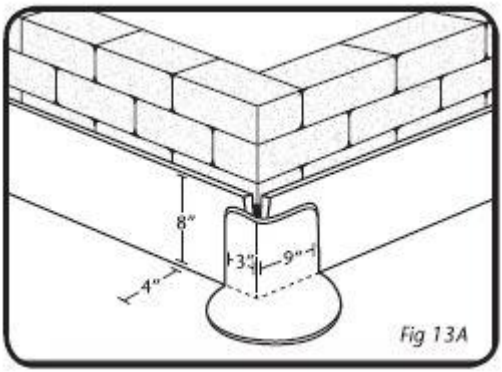

Fig 13A
1. Seam Primer should be applied using the scrub pad to all flashing areas before they are flashed. The Flashing Tape should be cut to a size of twelve inches (12") by twelve inches (12"), or as large as necessary to cover the corner. Flashing Tape should be rounded at all of its edges. The flashing should be folded in half when the Primer has dry. With three inches (3") of overlap on one side of the corner and nine inches (9") on the other, align the Flashing Tape against the vertical surface. Flashing should be folded over corners and adhered to vertical surfaces. Before extending the flashing onto the flat roof surface, make sure there is excellent contact at the angle change. There should be an overhang of four inches (4") horizontally and eight inches (8") vertically from the flashing onto the roof surface. See Figure 13A.